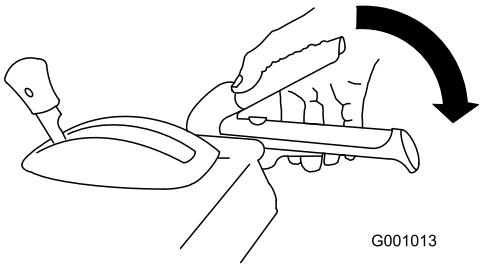

Rysunek 29
1. Aby załączyć napęd śruby śnieżnej/ wirnika, przyciśnij prawą dźwignię (śruba śnieżna/ wirnik) do uchwytu (Rysunek 29).